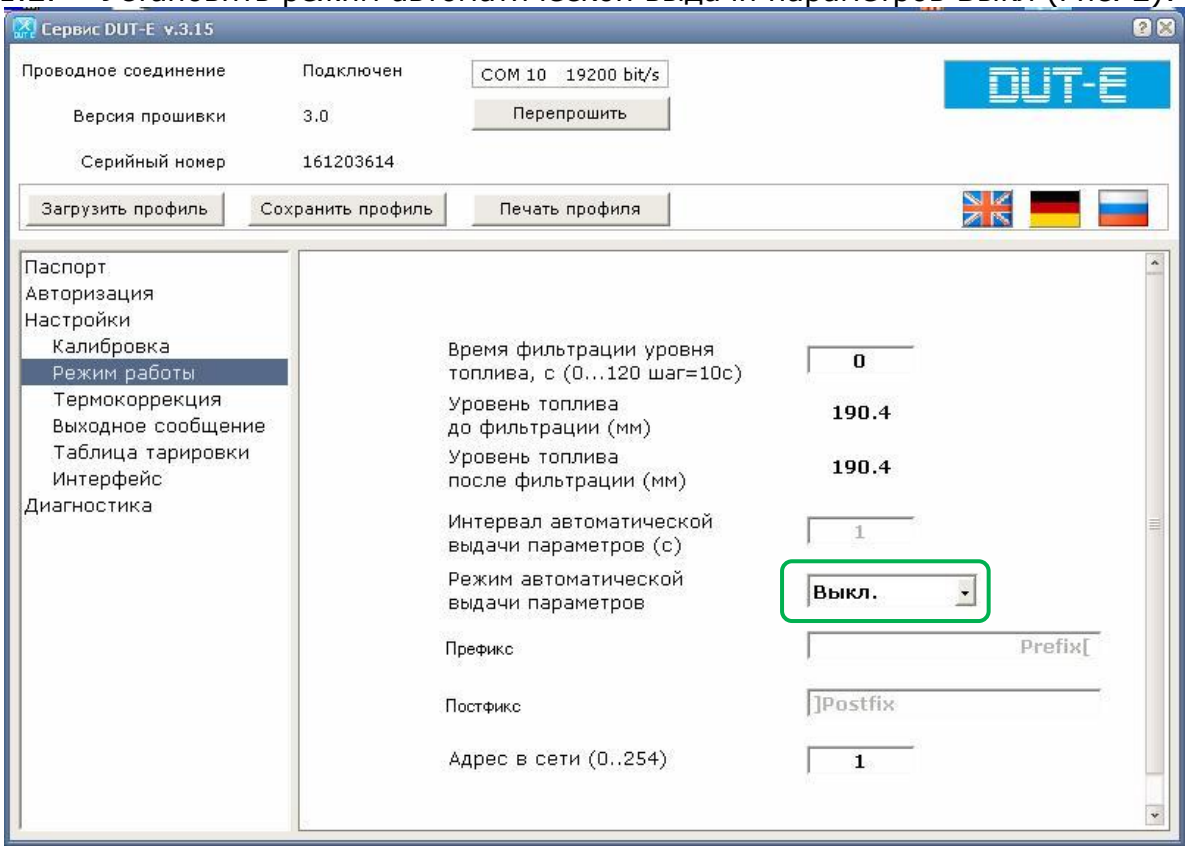

Рисунок 2
3.1.2. Установить режим автоматической выдачи параметров Выкл (Рис. 2):